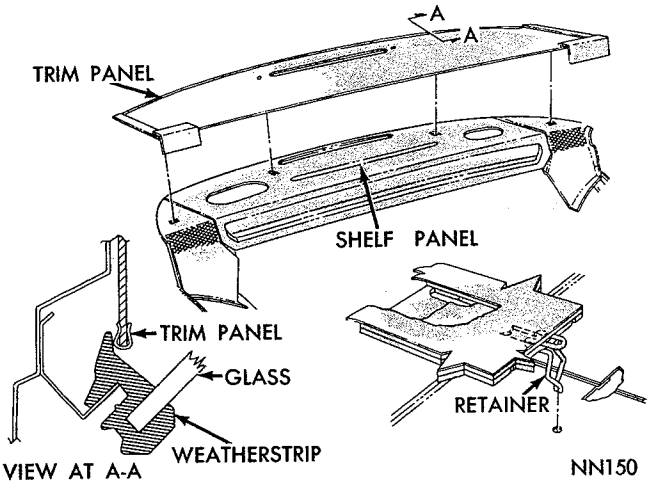

**Fig. 26—Shelf Trim Panel (Fury)**
(1) Remove rear seat cushion and back.
(2) Remove defogger outlet and rear window side garnish mouldings.
(3) Loosen cemented end edges of trim panel (Figs. 26, 27 and 28).
(4) Raise trim panel at front and remove retainers from shelf panel.
(5) Slide trim panel forward and up to remove.
(6) Raise front edge of silencer pad and using a putty knife separate the silencer from cement. Remove silencer.
(7) Remove all cement from shelf panel.